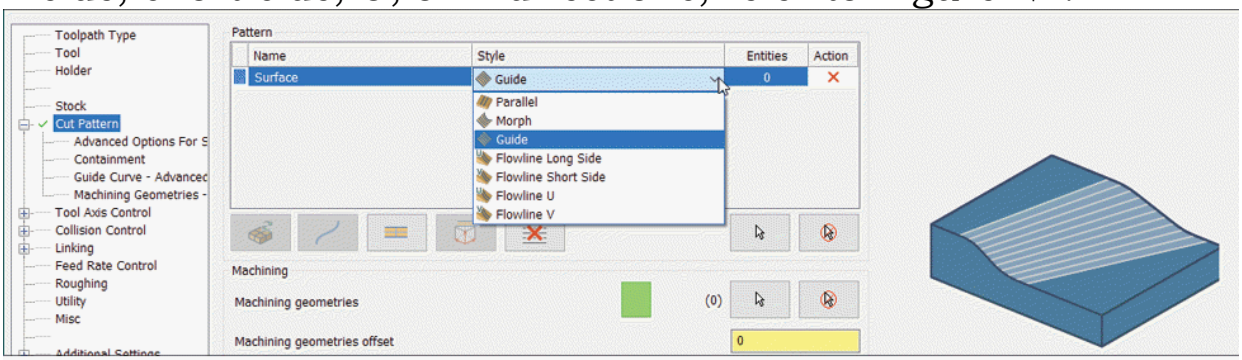

Figure-21. Using surface for cutting pattern
- Select the **Add Surface row** button from the **Pattern** area to use selected surfaces for defining cutting pass pattern. You can use selected surface as guide for creating cutting passes parallel to selected surface, and create flowline along long side, short side, U, or V directions; refer to Figure-21.